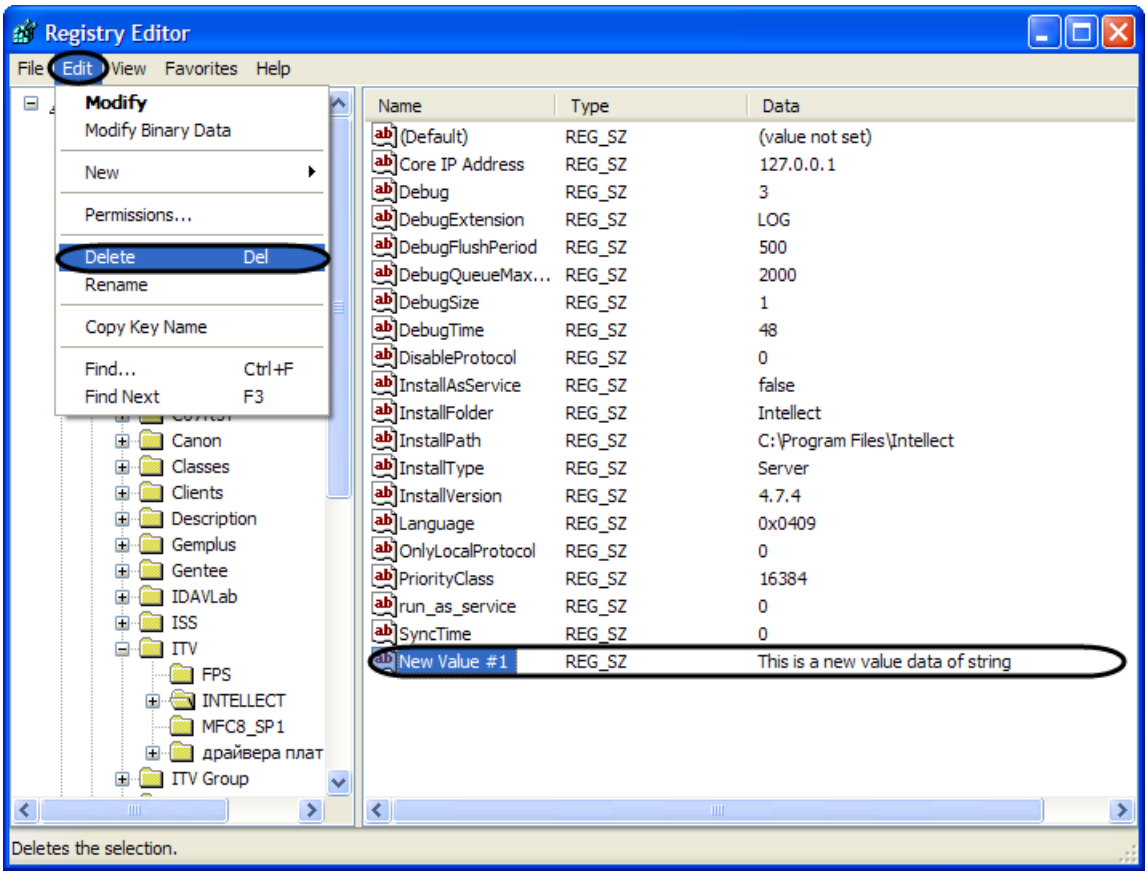

Figure 13.1-20. Deleting a string parameter
4. In the menu, select Edit, then Delete (Figure 13.1-20).